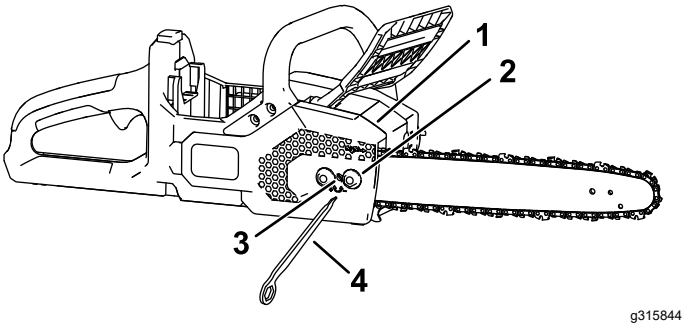

Figuur 28
5. Draai de verliesvrije moeren op het zijdeksel los met het universele gereedschap, maar verwijder het zijdeksel niet (Figuur 28).
7. Stel de kettingspanning in met het universele gereedschap, zet het zijdeksel dan vast op de kettingzaag door de verliesvrije moeren aan te draaien (Figuur 28).
2. Verwijder het zijdeksel door de 2 verliesvrije moeren van het deksel los te draaien (Figuur 28).
3. Neem de spanning van de ketting door de kettingspanschroef naar links te draaien (Figuur 28).